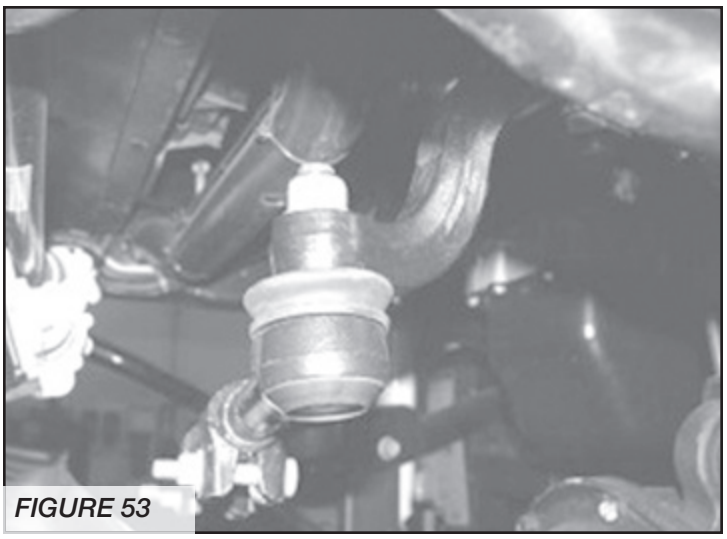

*FIGURE 53*
29. Reconnect the inner tie rod end using factory hardware to the new dropped pitman arm. Torque to 60 ft lbs. **SEE FIGURE 53.**